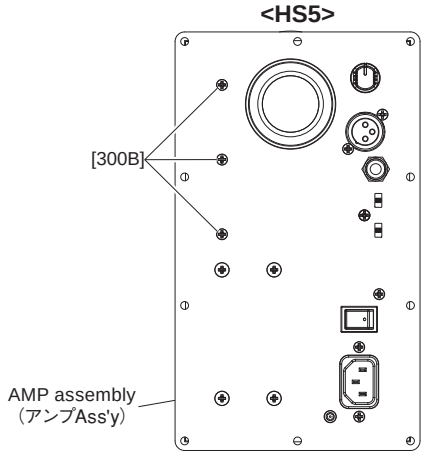

Fig. 5-2（図5-2）
Remove the three (3) screws marked [300B]. The AMP circuit board can then be removed together with the heatsink 5B. (Fig. 5-2)
［300B］のネジ 3 本を外し、ヒートシンク 5B と共に AMP シートを取り外します。(図 5-2)